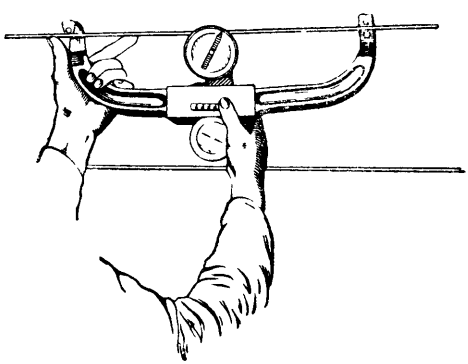

Рис. 146. Определение натяжения троса тензиометром.
10) тензиометр — специальный прибор для определения величины натяжения расчалок и тросов, устроенный по принципу динамометра (рис. 146).